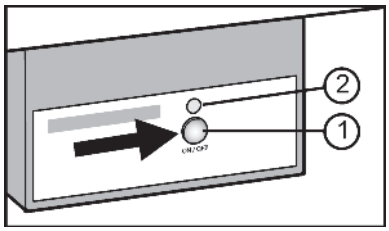

Fig. 9
▶ Press On/Off button *Fig. 9 (1)* so that the LED *Fig. 9 (2)* lights up.